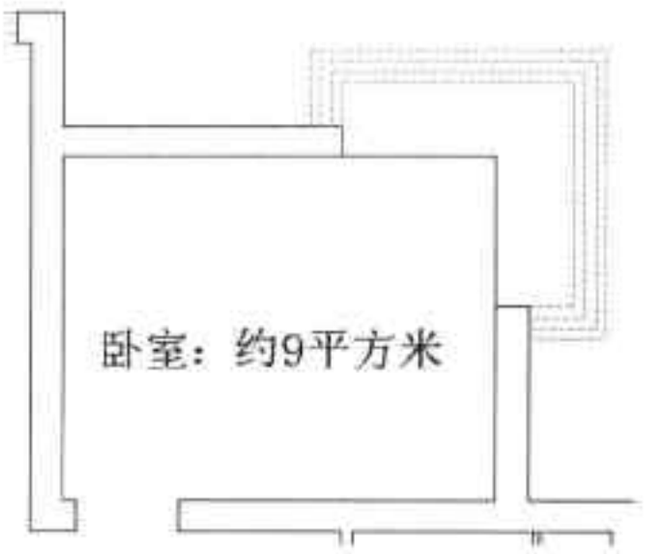

图4-77 添加文本内容
Step11 执行“多行文字”命令，在卧室合适位置添加文本内容，如图 4-77 所示。